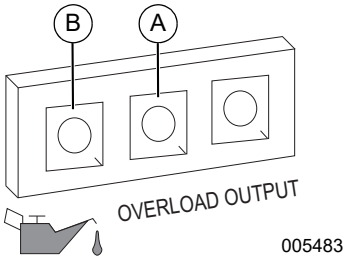

***Figure 3-3.Défaillance sur arrêt***
**REMARQUE IMPORTANTE : Ne surchargez pas le générateur ou les prises individuelles du panneau. Se reporter à la *Figure 3-3*. En cas de surcharge, le témoin DEL de surcharge (A) s'allumera et la sortie c.a. sera coupée. Pour remédier à ce problème, voir section *Témoins d'état du générateur*. Lisez attentivement la section *Connaître les limites de son générateur*.**
Le moteur est équipé d'un capteur de faible niveau d'huile conçu pour couper automatiquement le moteur lorsque le niveau d'huile chute en dessous d'un niveau spécifié, et ce afin d'éviter d'endommager le moteur. Voir *Figure 3-3* (B). Tant que le réservoir d'huile ne sera pas rempli au niveau approprié, le moteur ne fonctionnera pas.